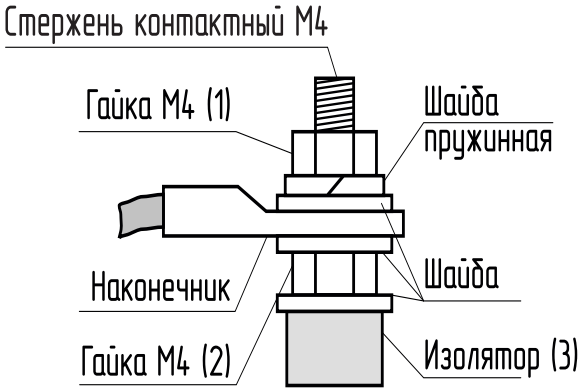

Рис.7 Присоединение проводов к выводам блок ТЭН
6.7. При замене блок ТЭН присоединение фазных проводов к выводам блок ТЭН производить согласно Рис.7. Сечение кабеля указано в табл.1.